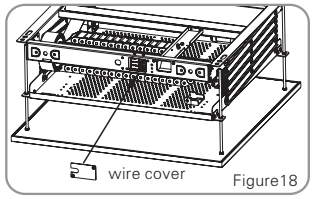
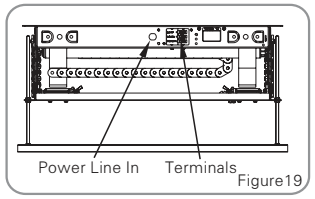

Figure18
Figure19
*External IR/RF remote control(Optional,External Slot in the back of Lift)(Figure 18 –20)
12.Before contacting the power cable of projector lift, please take out the wire cover in the back of lift (Figure 18). Then choose the control option and connect the controlling wires to terminals(Figure 19–20). For humanization, link the power after fixing the controller of cables on a place for easy using.